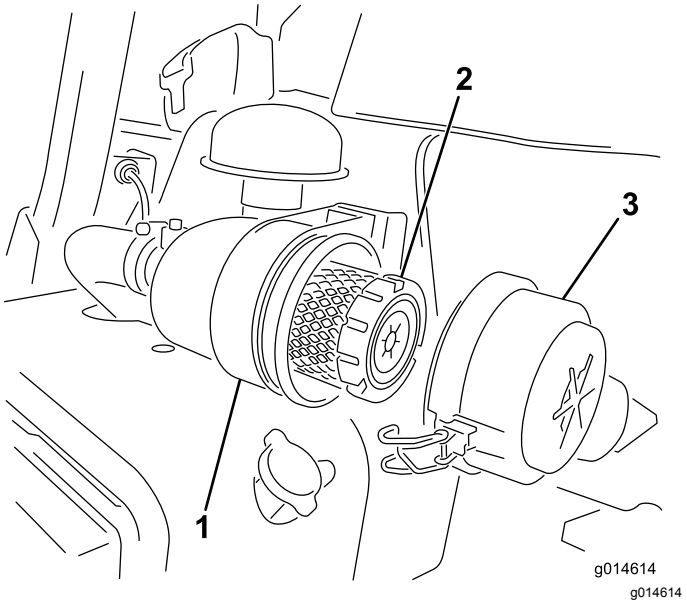

Figura 26
1. Liberte os trincos que fixam a cobertura do filtro de ar ao respetivo corpo (Figura 26).
7. Prenda os trincos (Figura 26).